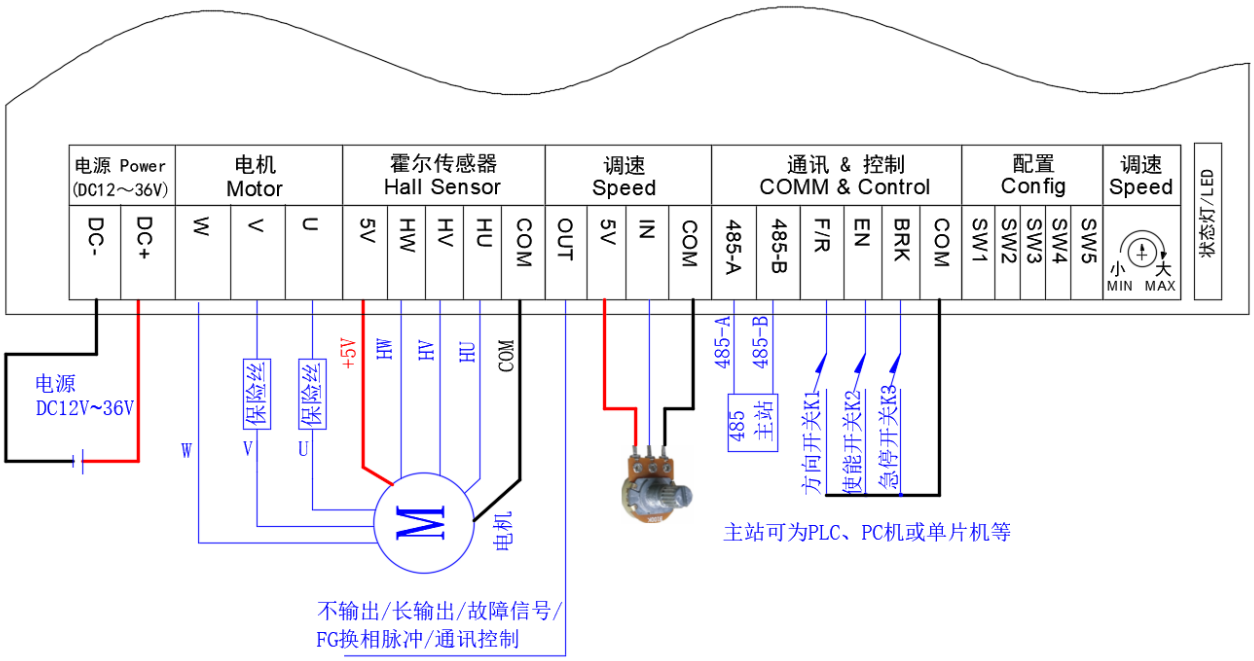
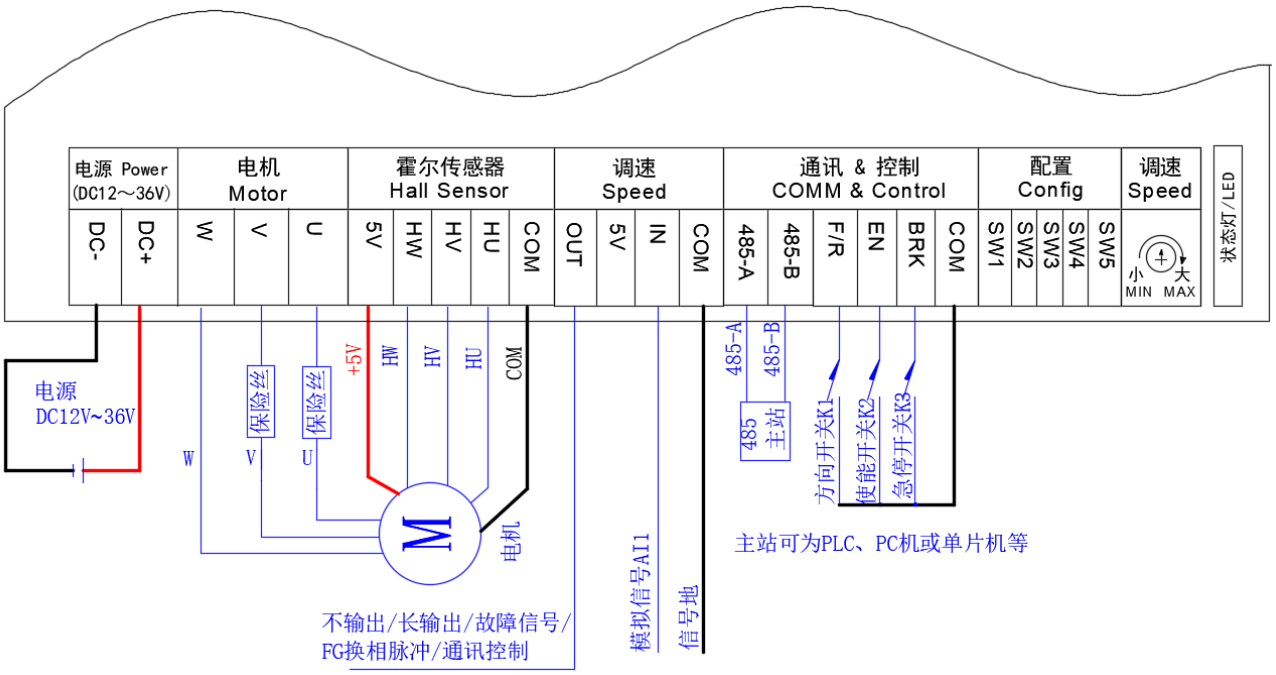

图 6.10 有感外部电位器开环控制接线图
图 6.11 有感外部模拟量开环控制接线图
断开驱动器电源，接线如图 6.10 或图 6.11 所示。
- 外部电位器：电位器 VR 两不动端接 5V 和 COM，动端接 SV，用于调速。当电位器动端由 COM 滑向 5V 过程中，电机驱动 PWM 输出由零到最高驱动 PWM。接线如图 6.10。
- 外部模拟量输入：SV 接模拟信号 AI1，用于电机调速。COM 接信号地。当 AI1 由 0 到最大值过程中，电机驱动 PWM 输出由零到最高驱动 PWM。接线如图 6.11。